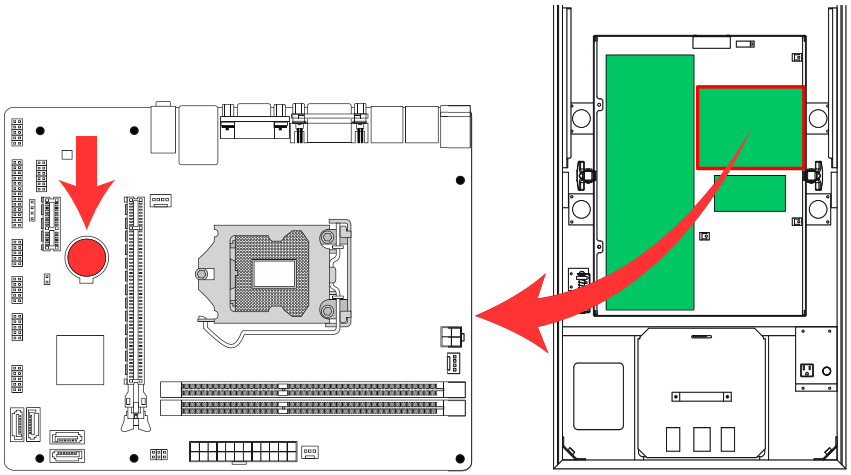

Figure E23. CPU board and battery locations (games manufactured before Oct 1, 2013).
4) Locate the CPU board (upper right corner of the PCB chassis), then the shiny, CR2032 coin cell battery & holder mounted on its surface (see figure E23 or E24). Note the orientation of the battery in its holder (with the battery label/imprint facing *outward*).